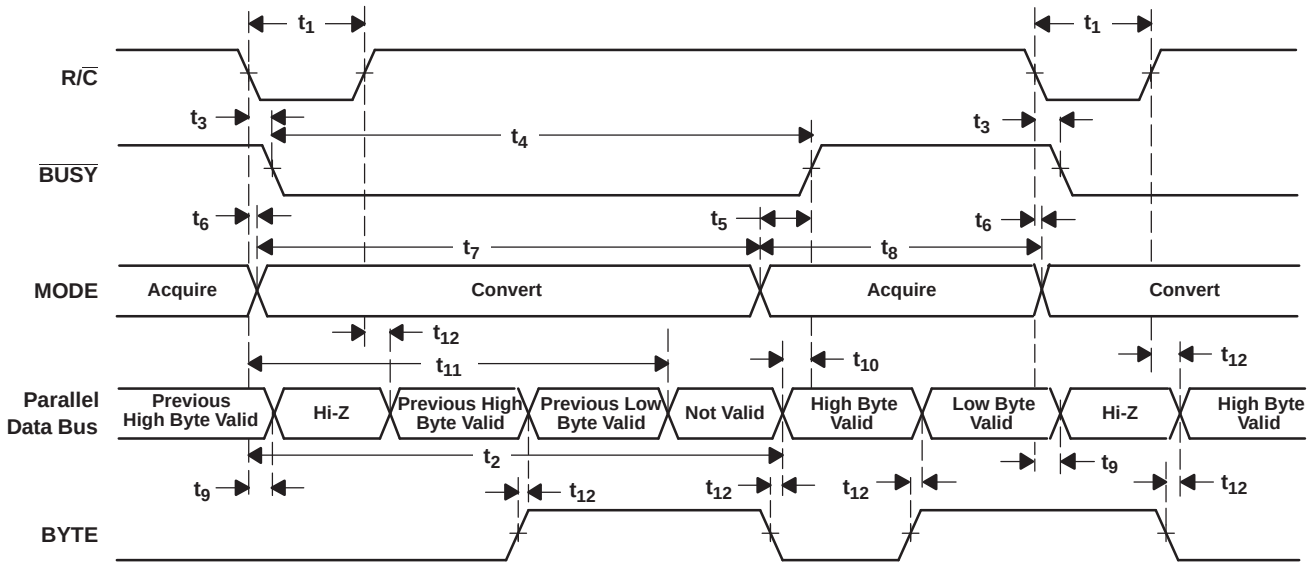
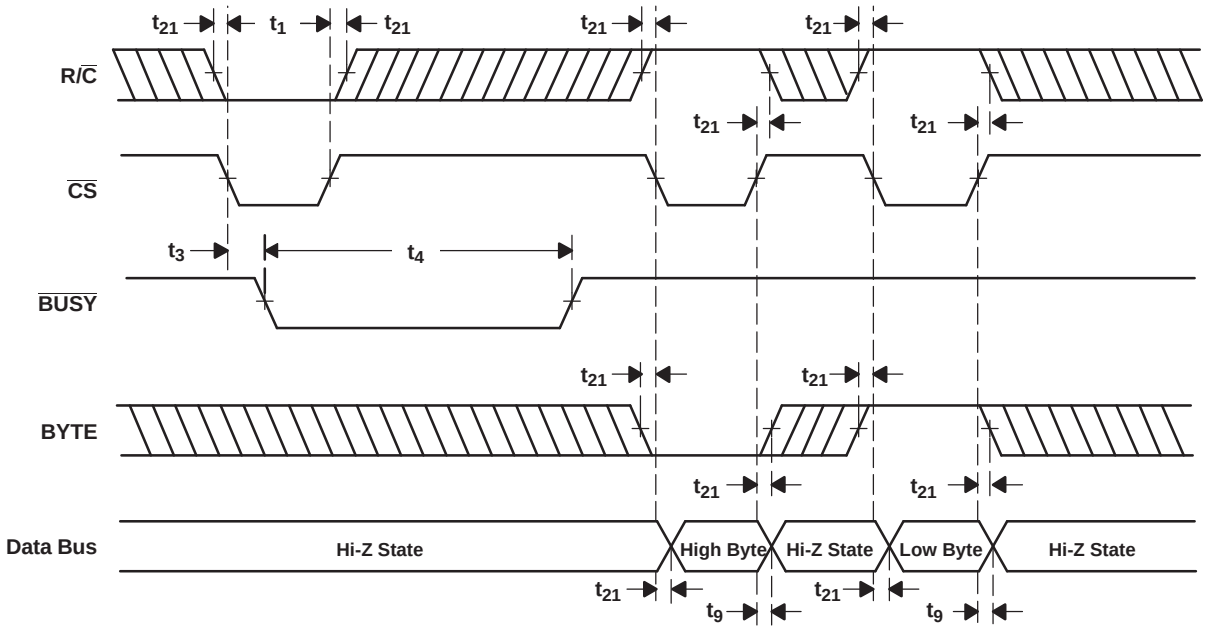

Figure 30. Conversion Timing With Parallel Output ($\overline{CS}$ and DATACLK Tied Low, EXT/INT Tied High)
Figure 31. $\overline{CS}$ to Control Conversion and Read Timing With Parallel Outputs
The ADS8517 begins tracking the input signal at the end of the conversion. Allowing 5 µs between convert commands assures accurate acquisition of a new signal. Refer to Table 2 and Table 3 for a summary of $\overline{CS}$, R/$\overline{C}$, and $\overline{BUSY}$ states, and Figure 30 through Figure 36 for timing diagrams.
(1) See Figure 30 and Figure 31 for constraints on data valid from conversion N–1.
After conversion *N* is completed and the output registers have been updated, $\overline{BUSY}$ (pin 24) goes high. Valid data from conversion *N* are available on D7-D0 (pin 9-13 and 15-17). $\overline{BUSY}$ going high can be used to latch the data. Refer to Table 5, Figure 30, and Figure 31 for timing specifications.
After conversion *N* has been initiated, valid data from conversion *N–1* can be read and are valid up to 2.2 µs after the start of conversion *N*. Do not attempt to read data beyond 2.2 µs after the start of conversion *N* until $\overline{BUSY}$ (pin 24) goes high; doing so may result in reading invalid data. Refer to Table 5, Figure 30, and Figure 31 for timing constraints.